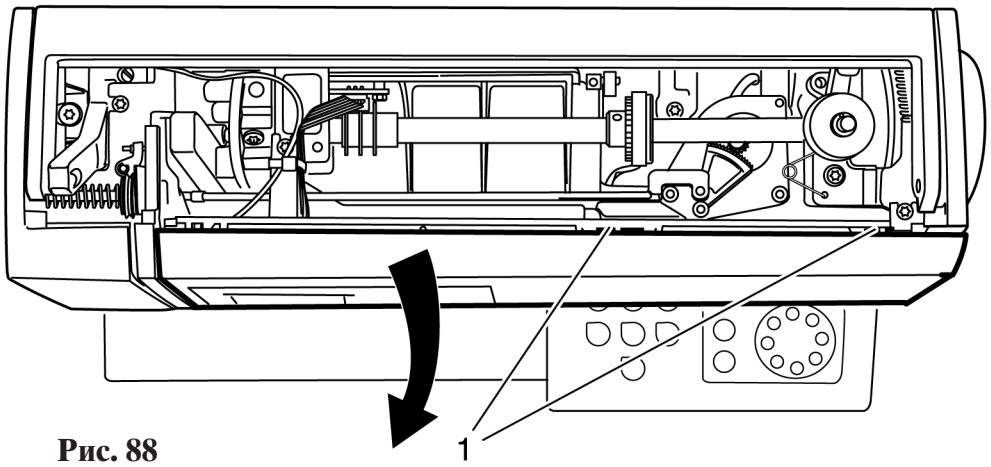

Рис. 88
- Слегка приподнимите обе накладки 1 и снимите прозрачный экран передней панели корпуса в направлении стрелки (рис. 88).